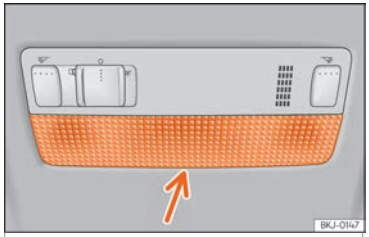

Fig. 111 Luz dianteira de leitura.
– Introduza uma chave de fendas fina, pela parte plana, entre a carcaça e o vidro ››› Fig. 111.